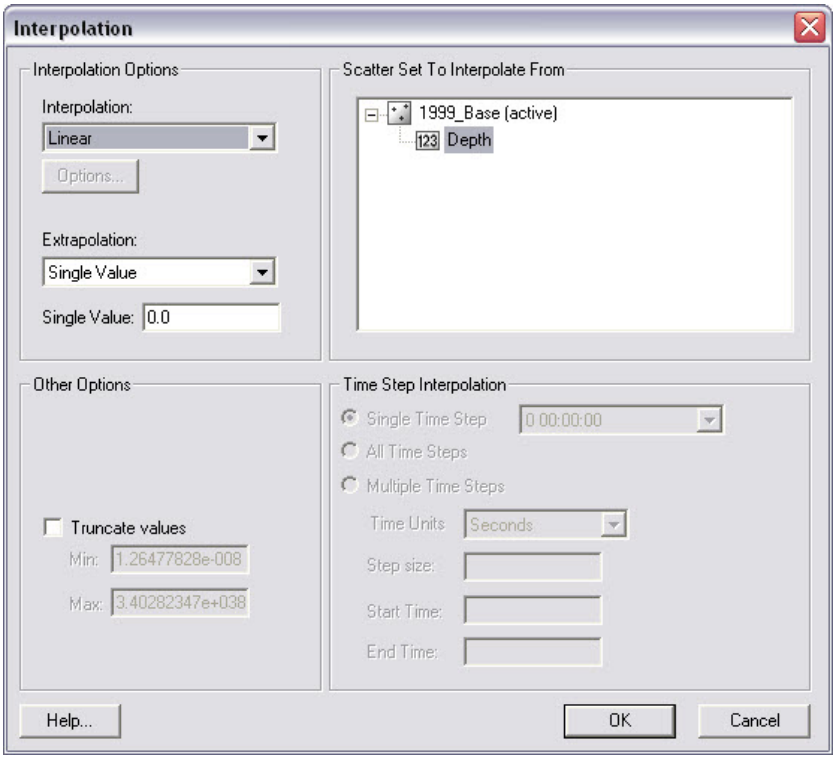
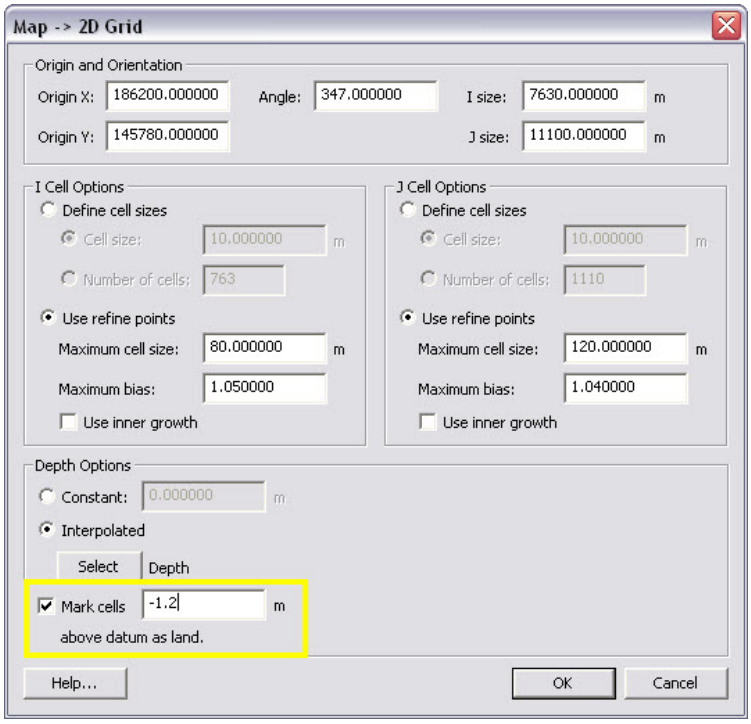

Figure 6. Depth Interpolation options for the Map→2D function. Make sure to choose the Depth scalar dataset.
Figure 7. *Map→2D Grid* options. Note the option to denote land cells as those above the 1.2 m elevation.
6. Click *Feature Objects*, *Map→2D Grid*, and check that all the grid properties are set properly, *Use inner growth* is turned off, the *Interpolated Depth* (Figure 6) from the merged file is selected, and define an elevation cutoff where cells will be non-computational land cells (always dry, act as a wall) (Figure 7), click *OK*.